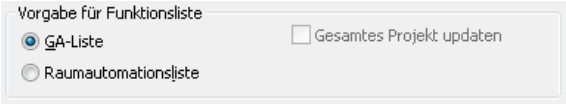

Bild 16.16 – Das Gruppenfeld *Vorgabe für Funktionsliste*
- Hier entscheiden Sie, ob als Vorgabe eine *GA-Liste* nach VDI 3814 und DIN EN ISO 16484-3 oder eine *Raumautomationsliste* nach STLB 070 verwendet werden soll (Abb. 16.16).